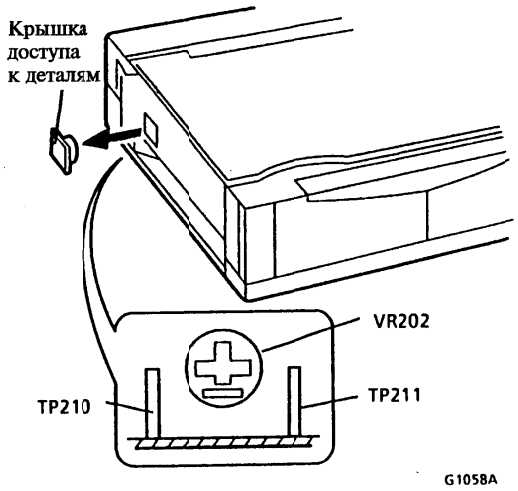

Рисунок 1. Снятие крышки доступа к деталям
3. (Рисунок 1): Соедините между собой контрольные точки TP210 и TP211.